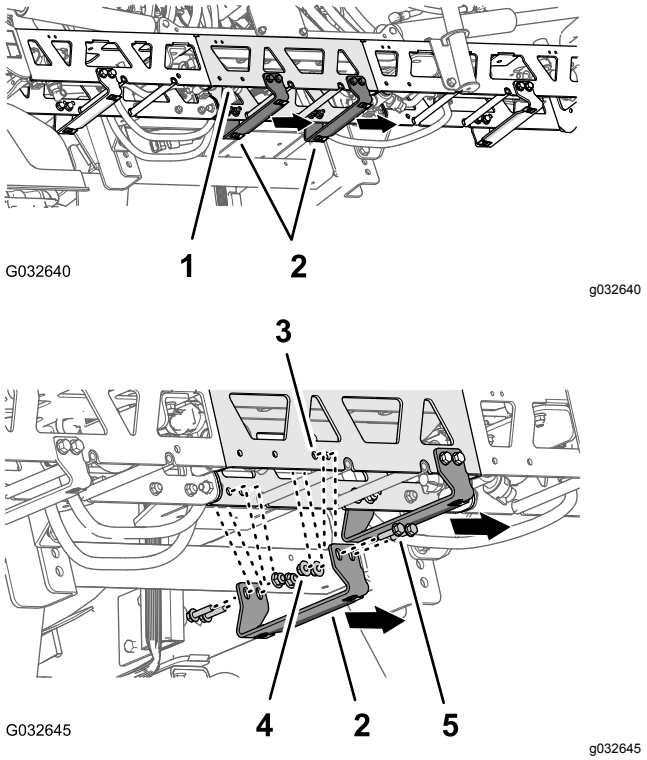

Rysunek 151
2. Na przedłużeniu środkowej sekcji zraszania zlokalizuj 2 pary otworów na pionowej powierzchni ramy kratownicowej umieszczone w odstępie 25 mm (Rysunek 151).
3. Ustaw otwory we wsporniku (część Toro nr 131-3703-03) równo z otworami w przedłużeniu środkowej sekcji zraszania zidentyfikowanymi w kroku 2 tak, aby szeroki kołnierz wspornika był skierowany w lewo, patrz Rysunek 151.
4. Zamocuj wspornik do ramy kratownicowej (Rysunek 151) używając 4 śrub kołnierzowych (3/8 x 1 1/4 cala — część Toro nr 110-5050) oraz 4 nakrętek kołnierzowych zabezpieczających (3/8 cala — część Toro nr 104-8301).